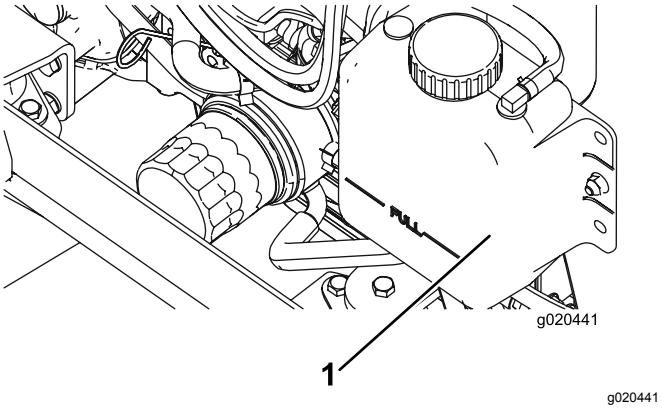

Figur 73
1. Ta radiatorlokket og lokket på ekspansjonstanken forsiktig av (Figur 73).